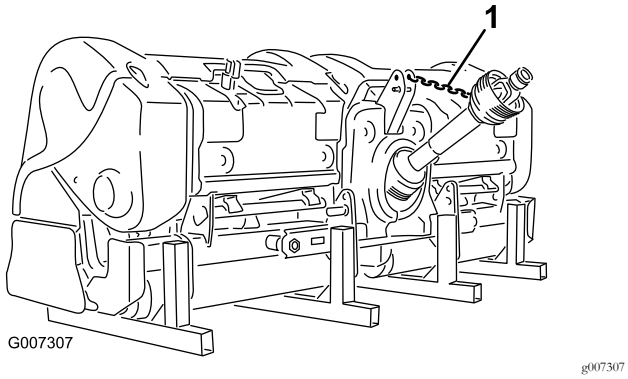

**Figur 45**
12. Kobl kraftudtagets tandhjul til kraftudtagets afskærmning for at forhindre kraftudtagsakslen i at berøre jorden (Figur 45).